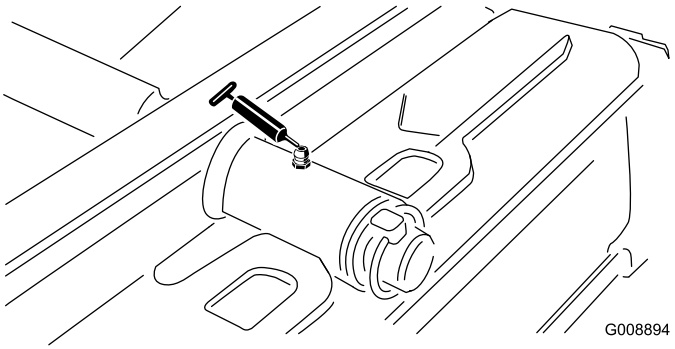

Figura 47
- Pivote de la unidad de corte trasera (Figura 47)